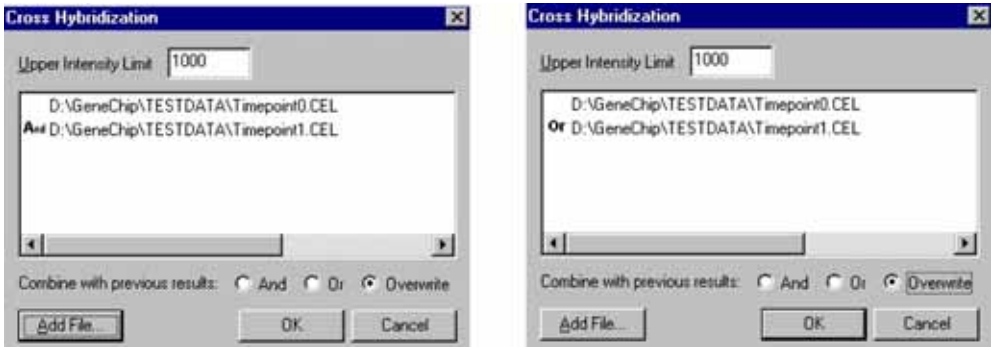

Figure G.8
10. Double-click the second (and any subsequent) .cel file name to toggle between the **And** and **Or** option **(Figure G.8)**.